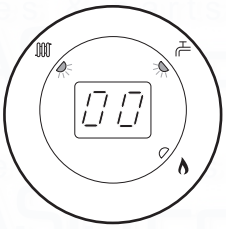
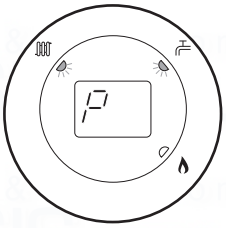

Fig. 49
Fig. 50
5. Turn CH temperature control knob fully clockwise. As the knob is turned the display will change from '0' to '00' (Fig. 49) indicating maximum rate, then revert to 'P' alternating with the current boiler temperature (Figs 50 & 51).